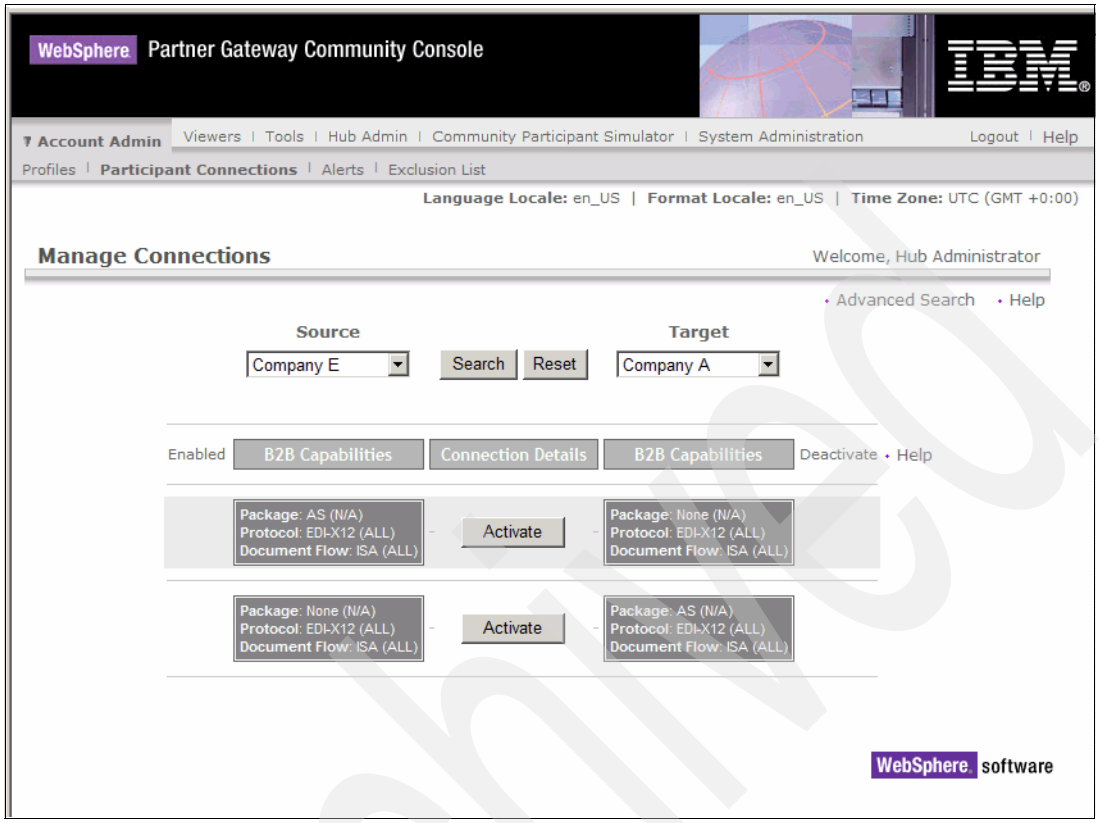

Figure 7-39 Matching B2B capabilities
4. WebSphere Partner Gateway now looks for matching B2B capabilities between Company E and Company A. Figure 7-39 on page 183 shows the matches. Click **Activate** on both to enable the matching connections.